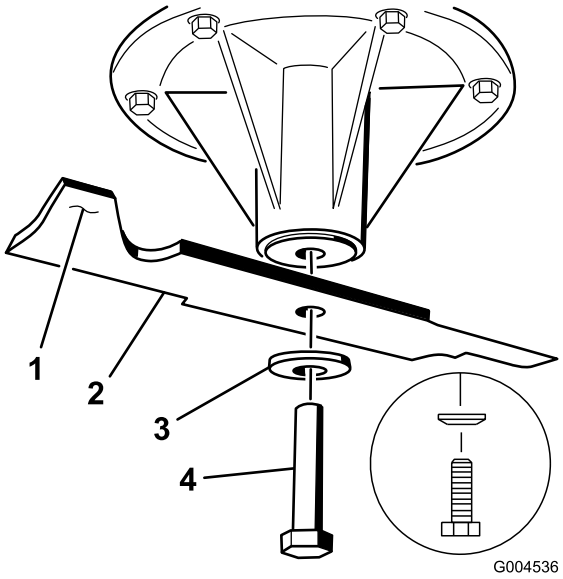

Figur 91
2. Fjern knivbolten, den buede skive og skærekniven fra spindelakslen (Figur 91).